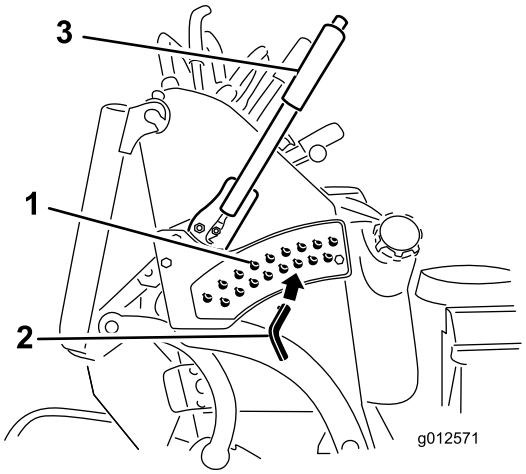

Figure 27
3. Placez la goupille dans le trou du support correspondant à la hauteur de coupe voulue (Figure 27).
4. Poussez le bouton sur le dessus et abaissez le levier de réglage de hauteur de coupe jusqu'à la goupille (Figure 27).